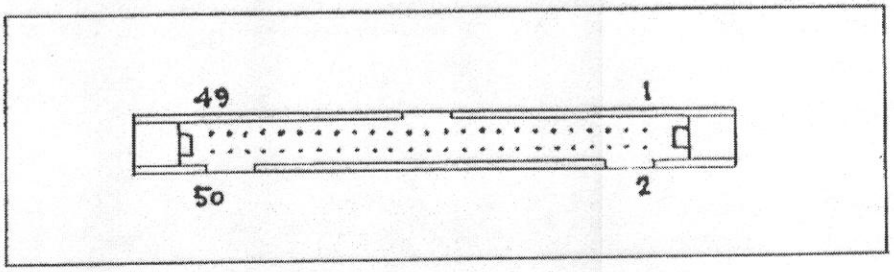

Figure 3-8 Pin orientation for each digital I/O connector
1. Connect cable to digital I/O buffer and controller with the pinouts shown in Figure 3-8 and 3-9.